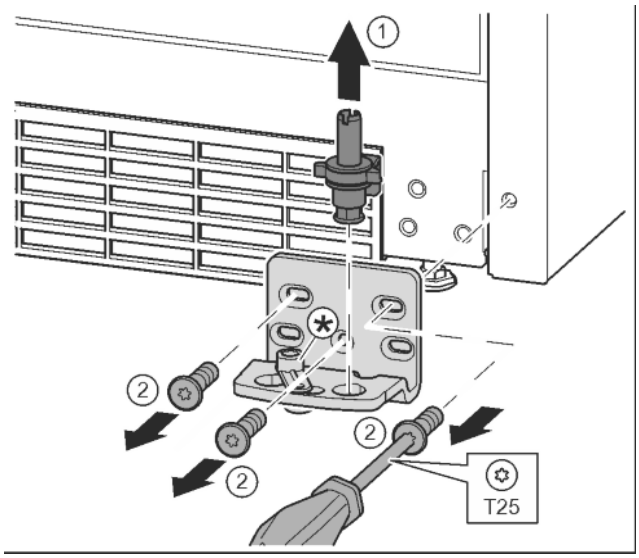

Fig. 13
▶ Lagerbouten compleet vanaf de bovenkant eruit trekken. *Fig. 13 (1)*
▶ Schroeven met schroevendraaier T25 eruit draaien en lagerbus eraf halen. *Fig. 13 (2)*